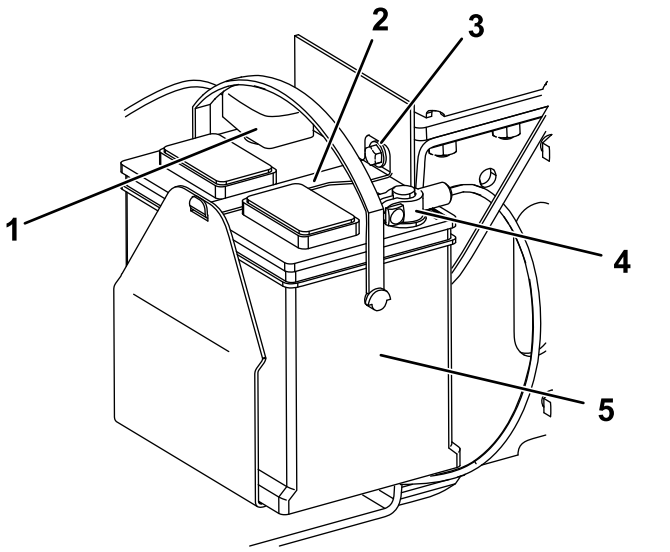

**Figure 38**
1. Bolt (3)
5. Remove the bolt, washer, and bar securing the battery (Figure 38).
6. Disconnect the negative (black) ground cable from the battery post (Figure 38). Retain the fasteners.
8. Disconnect the positive (red) cable from the battery post (Figure 38). Retain the fasteners.
1. Using the fasteners previously removed, install the positive (red) battery cable to the positive (+) battery terminal (Figure 38).
3. Using the fasteners previously removed, install the negative (black) battery cable to the negative (-) battery terminal (Figure 38).
4. Secure the battery using the bar, bolt, and washer (Figure 38).